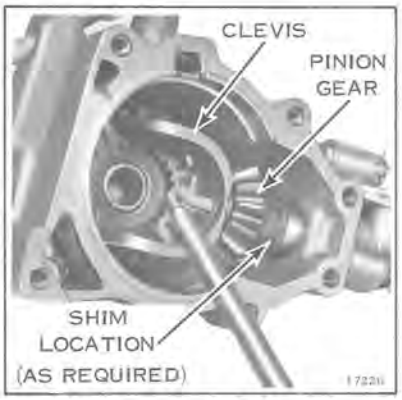

Figure 10-26
c. Remove transmission to chain case screws and lockwashers. See Figure 10-26.
f. Remove hex head socket screw from pinion gear shaft. See Figure 10-26. The shifter clevis, pinion gear, pinion bearing, thrust washers, thrust bearing and shims, if used, can be removed.
c. Install output shaft, output gear and retaining ring. Install bearing in gearcase, using Loctite bearing mount on O.D. and I.D. Mount transmission to chain case with four screws. Gear backlash should be .004 - .006" when the pinion gear shaft retaining ring is held against the outside of pedestal housing. This may be adjusted by means of shims installed on the pinion shaft and these are available in .002, .003, .004, .005 inches. See Figure 10-26.